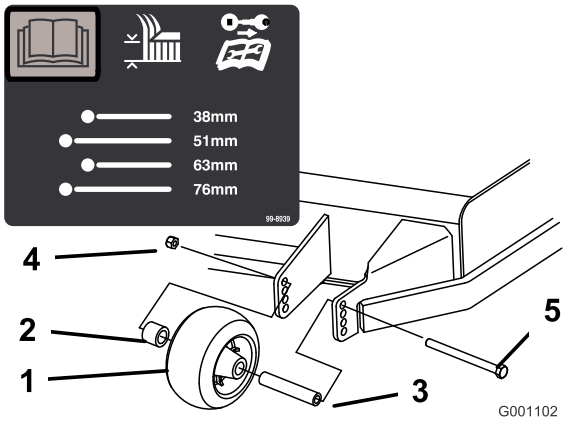
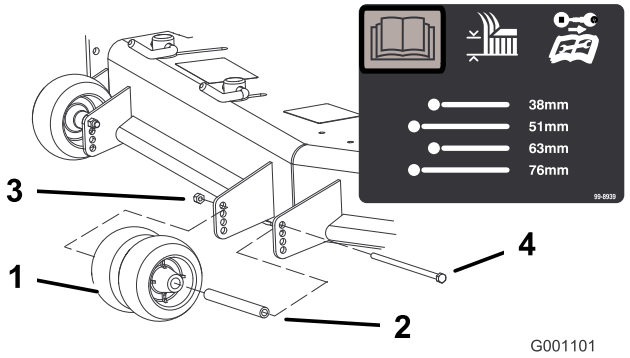
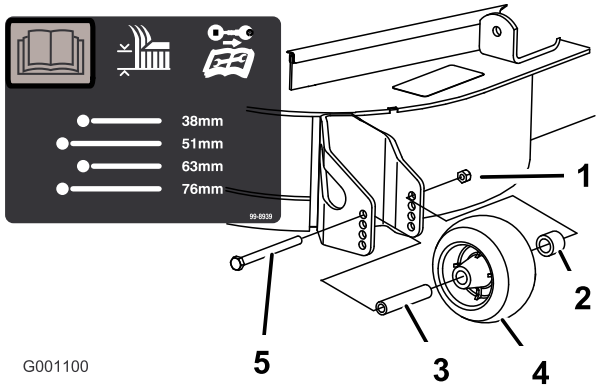

Rysunek 20
Rysunek 21
Rysunek 22
3. Po wyregulowaniu wysokości koszenia wyreguluj rolki, zdejmując nakrętkę wieńcową, tuleję, przekładkę i śrubę (Rysunek 20 , Rysunek 21 i Rysunek 22).
Informacja: Dwie środkowe rolki nie mają przekładki (Rysunek 21).
5. Zamontuj nakrętkę kołnierzową, tuleję, przekładkę i śrubę. Dokręć śrubę ostrza momentem od 54 do 61 N-m (Rysunek 20 , Rysunek 21 i Rysunek 22).